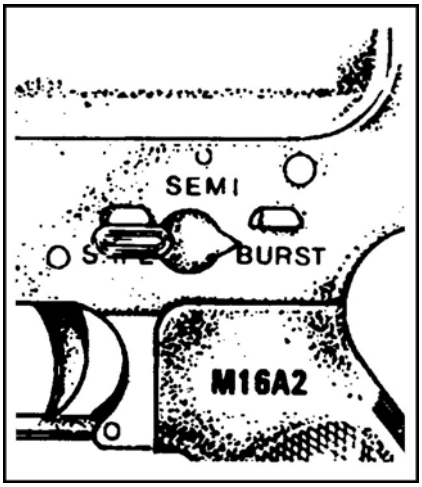

Figure 071-311-2027-4. Selector lever on BURST.
d. Place the selector lever in the BURST position (figure 071-311-2027-4).